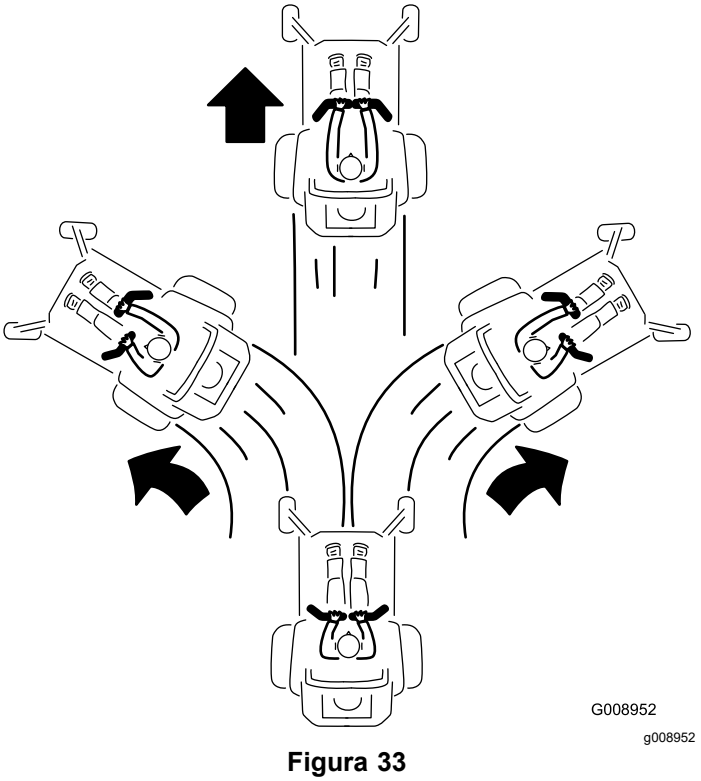

Figura 33
3. Pentru a vă deplasa în faă, împingei uor manetele de control al micării în faă (Figura 33).